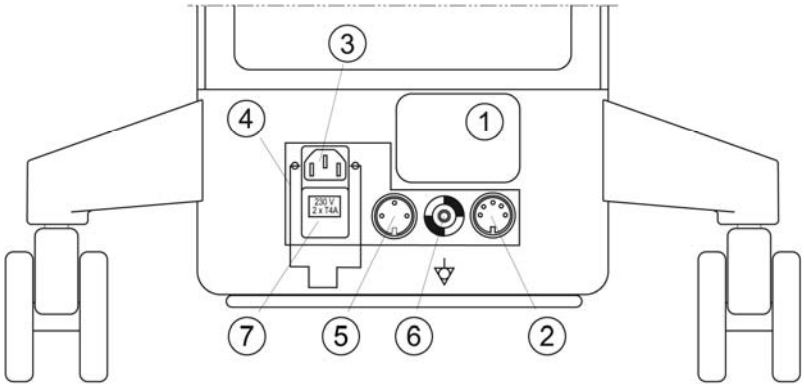
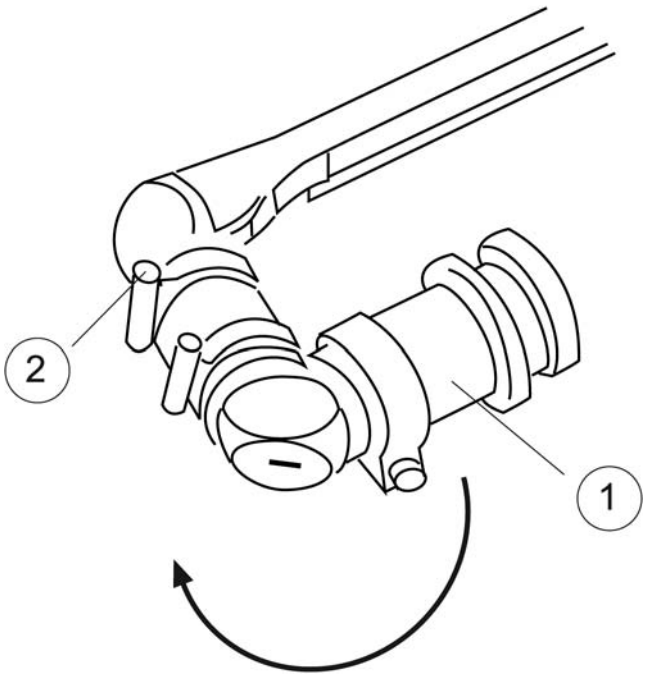
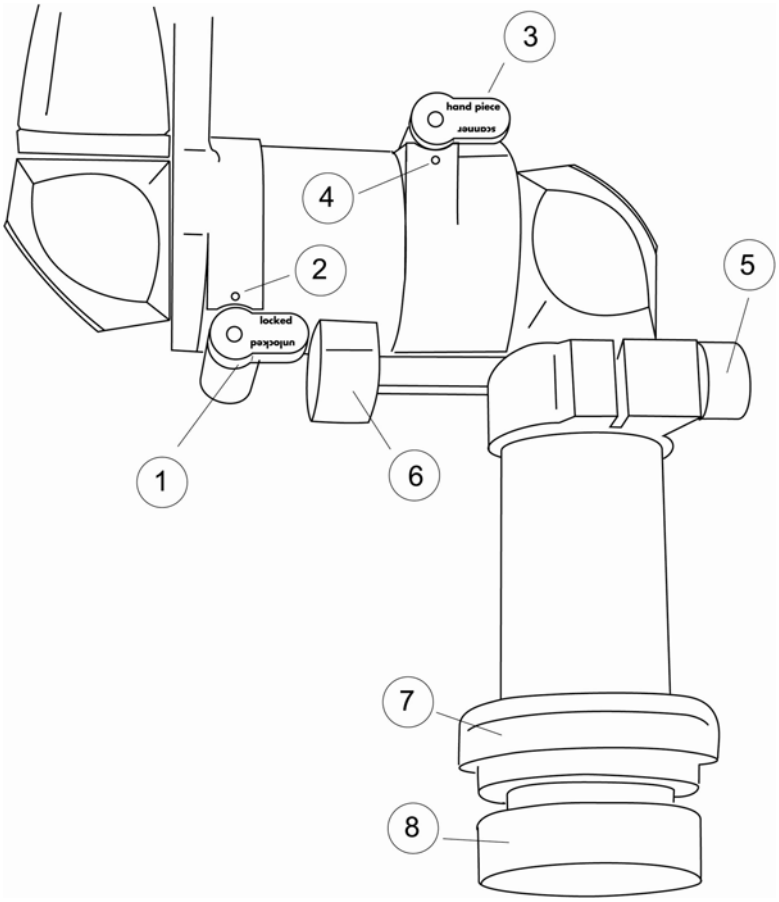

Fig. 4.1 Panneau arrière de l'appareil au laser
Fig. 4.3 Position de transport du bras articulé à miroir avec ressort détendu
Fig. 4.4 Eléments fonctionnels sur le bras articulé à miroir
La plaque signalétique (1, fig. 4.1) contient des informations importantes (puissances électriques connectées, numéro de série de l'appareil) qui doivent être communiquées en cas d'intervention du service après-vente.
Raccorder le câble de l'interrupteur à pédale muni d'une vis de fixation à la prise à 5 pôles (2, fig. 4.1). Positionner l'interrupteur à pédale de sorte qu'il soit facile d'accès pour l'opérateur.
Brancher le câble réseau dans la prise 3, fig. 4.1. La puissance connectée est de 230 V, 50/60 Hz, 4 A max. A cet effet, utiliser exclusivement le câble réseau joint à la livraison (ou un câble de rechange de Gebrüder Martin). Pour des raisons de sécurité, protéger la prise de courant mise à la terre avec un fusible de 6 ampères. Le câble de réseau joint à la livraison a trois conducteurs (conducteur de protection PE inclus).
La pince de retenue du câble (4, fig. 4.1) empêche que la prise de l'appareil ne se desserre dans la prise de raccord au réseau ou ne se débranche par inadvertance. Ne l'utiliser qu'avec le câble réseau d'origine. Soulever la pince avant d'enficher la prise de l'appareil, enfoncer la prise et retourner la pince au-dessus de la prise de l'appareil.
Après la fermeture du contact Interlock, le laser doit être recommuté en position « LASER READY ». L'émission du rayon laser peut alors se poursuivre. Le contact de la porte doit être exécuté sans potentiel (contact flottant). Le contact sur la porte de la salle d'opération doit pouvoir supporter une charge de 24 V/0,1 A en courant continu. Le raccord à l'appareil au laser s'opère par le biais d'une fiche coaxiale à 3 pôles enfichée dans la douille (5, fig. 4.1).
S'il n'est pas souhaité d'employer de déconnexion Interlock, brancher la fiche de court-circuitage jointe, qui est muni d'un pont de contact interne, dans cette douille (5, fig. 4.1).
Utiliser ce raccord (6, fig. 4.1) si la salle d'opération exige une mise à la terre séparée de l'appareil.
Une fois que ce clapet (7, fig. 4.1) a été ouvert, 2 fusibles pour faible intensité dont les valeurs électriques sont imprimées sur le support deviennent alors accessibles.
Pendant le transport, le bras articulé à miroir n'est pas fixé à l'appareil, mais est conditionné dans un emballage à part qui est joint à l'appareil. Retirer le bras de l'emballage. La partie inférieure du bras est délestée de la force du ressort pour le transport au moyen d'une vis de réglage (2, fig. 4.3) ; la tension du ressort permet au bras, lorsqu'il est monté, de se déplacer sans force et de revenir à sa position de repos à la verticale quand il n'est pas utilisé. Une fois que l'appareil a été déballé, la partie inférieure du bras peut être tournée de 190° env., comme le montre la fig. 4.3, la rotation dans la dernière partie s'opérant contre la force du ressort et exigeant ainsi un certain déploiement de force. Après 190° env., le petit levier de commande 2 (fig. 4.4) peut être tourné de la position « unlocked » (déverrouillé) à la position « locked » (verrouillé). Le ressort est ainsi tendu et le bras reste dans la position illustrée sur la fig. 4.4.
Le bras articulé à miroir peut maintenant être vissé dans l'ouverture supérieure de l'appareil au laser (3, fig. 4.1) avec le filetage de raccord (1, fig. 4.3). Enlever au préalable le capuchon du bras (8, fig. 4.4).
Introduire le bras avec l'embout fileté en position verticale dans le filetage et le visser prudemment dans le sens des aiguilles d'une montre. Ne pas coincer le filetage. Desserrer auparavant la vis de serrage 5 (fig. 4.4). Effectuer 15 rotations env. de la partie inférieure du bras 1 (fig. 4.3) jusqu'à ce que le bras articulé à miroir soit entièrement inséré dans le support 3, fig. 4.1. Ensuite, relier le tuyau à air en plastique au raccord d'évacuation d'air de l'appareil situé derrière le bras articulé et faire glisser l'anneau de recouvrement (7, fig. 4.4) jusque tout en bas.
Une fois que le bras a été monté, il doit être fixé au moyen du mécanisme de verrouillage. Un tel verrouillage permet d'éviter que le bras ne se desserre inopinément dans le filetage, ce qui pourrait entraîner un manque de précision lors de la reproduction du rayon. A l'aide de l'outil (3), tourner la vis (2) vers la droite. Le mécanisme de verrouillage (1, fig. 4.1) pivote au-dessus du boîtier du bras articulé à miroir (sous 7 dans la fig. 4.4) et empêche que le bras ne se dévisse.